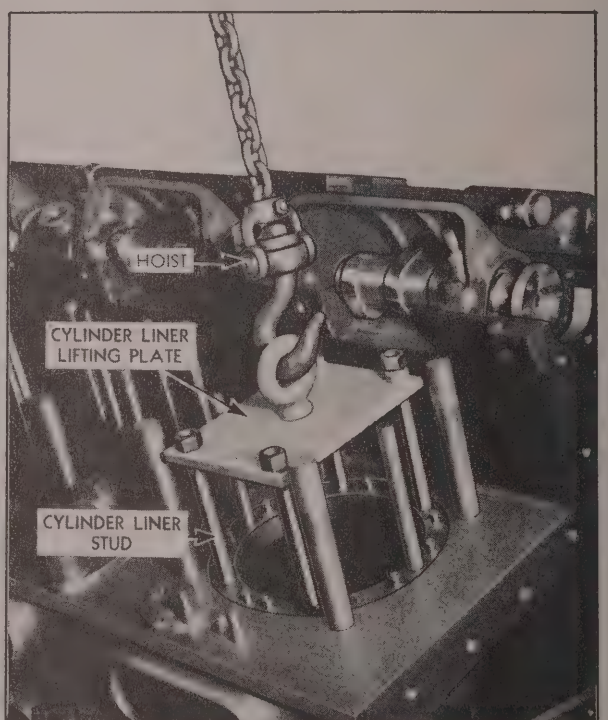

Fig. 12H
5. Attach cylinder liner lifting tool to cylinder liner studs. Be sure crankpin is in bottom position. (See Fig. 12H.)